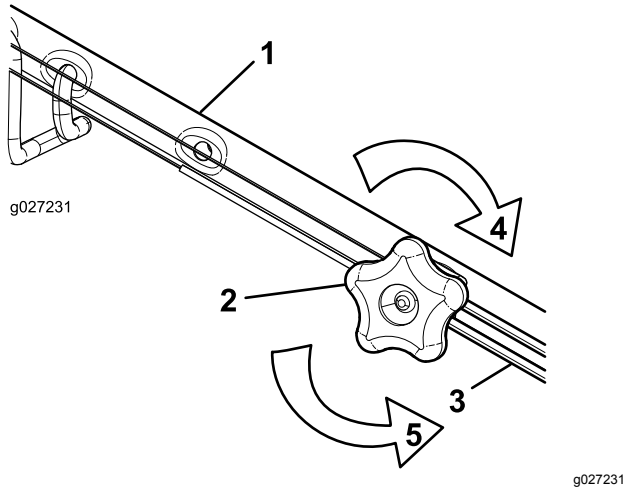

Рисунок 31
1. Поверните ручку регулировки против часовой стрелки, чтобы ослабить затяжку троса (Рисунок 31).
2. Отрегулируйте натяжение троса (Рисунок 31), потянув его назад или вперед, затем удерживайте в этом положении.